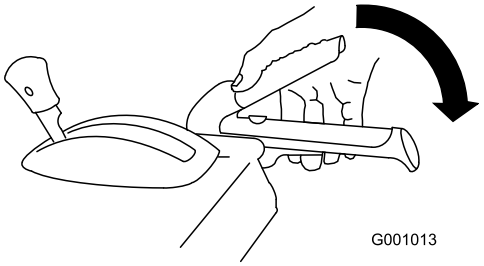

Figur 37
2. Indkobl snegle/rotorhåndtaget, og hold det på plads (Figur 37).